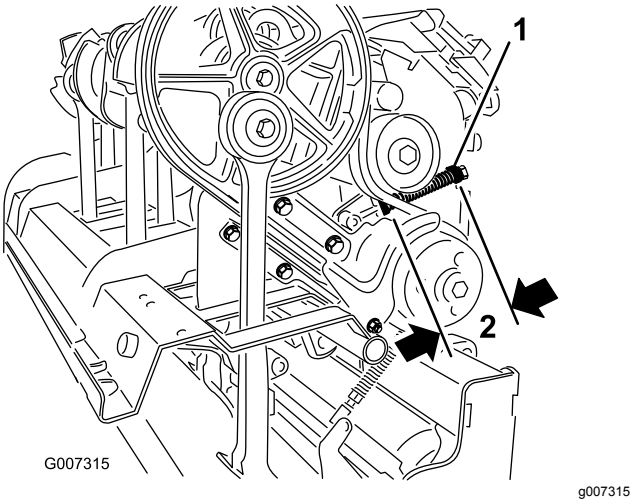

Figur 35
C. Løsne låsemutteren som fester fjærholderen (Figur 35).
D. Juster fjærholderen for å oppnå den nødvendige komprimerte fjærlengden (Figur 35).